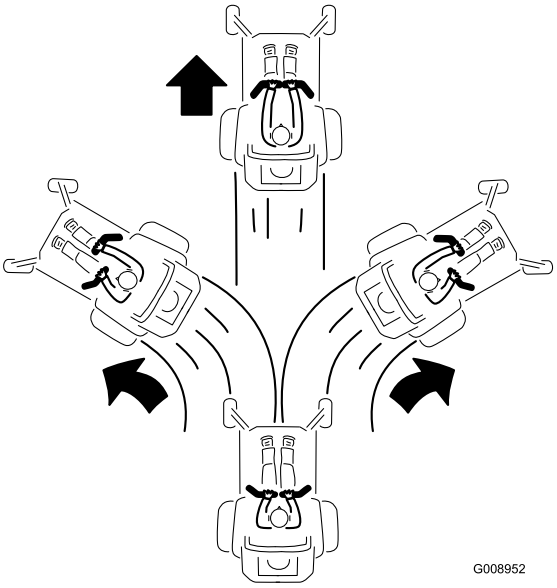

Figuur 14
2. Om vooruit te rijden, duwt u de rijhendels langzaam naar voren (Figuur 14).
Om in een rechte lijn te rijden, moet u gelijke druk uitoefenen op beide rijhendels (Figuur 14).
Om te draaien, vermindert u de druk op de rijhendels in de richting waarin u wilt draaien (Figuur 14).